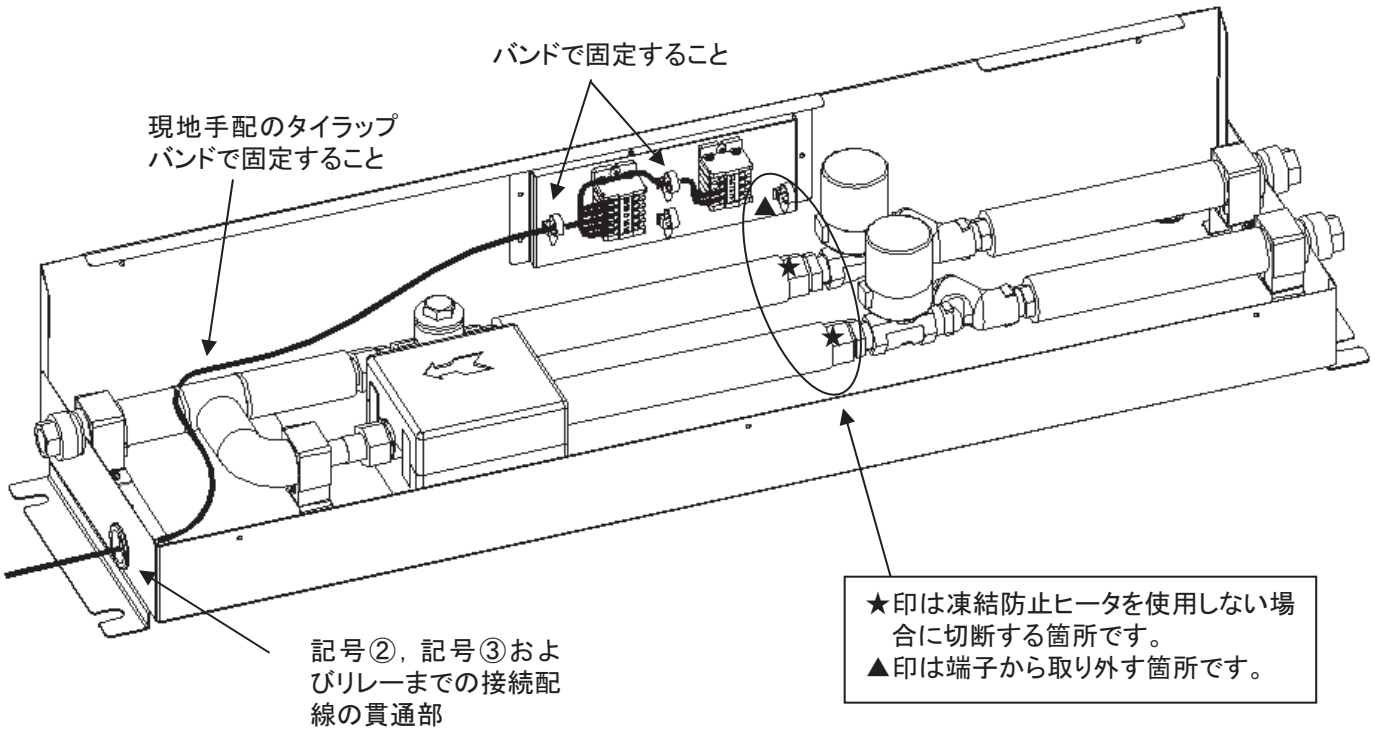
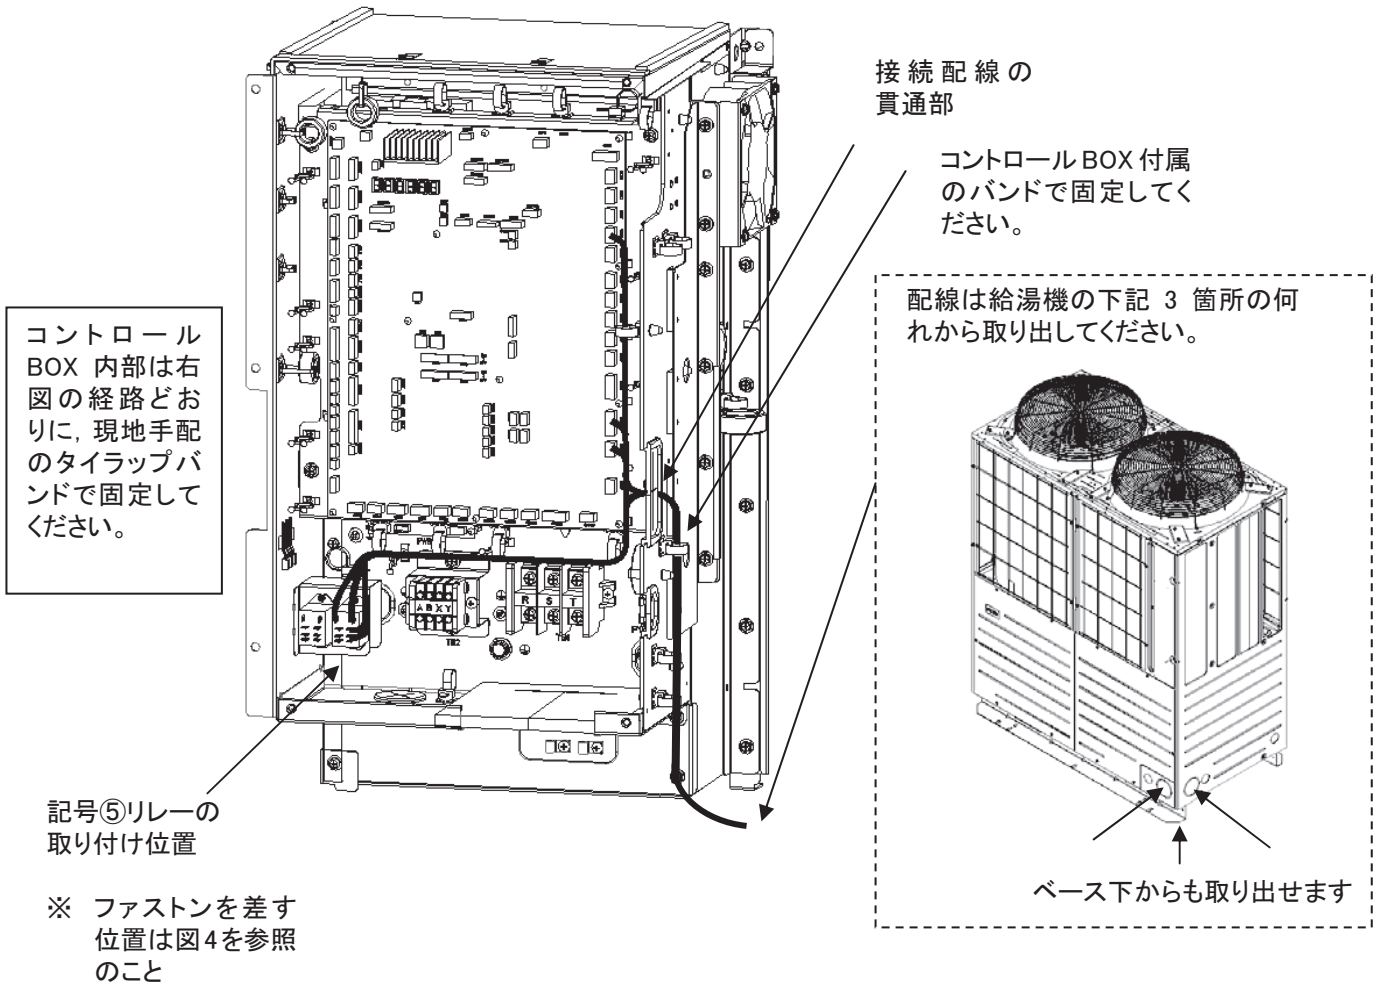
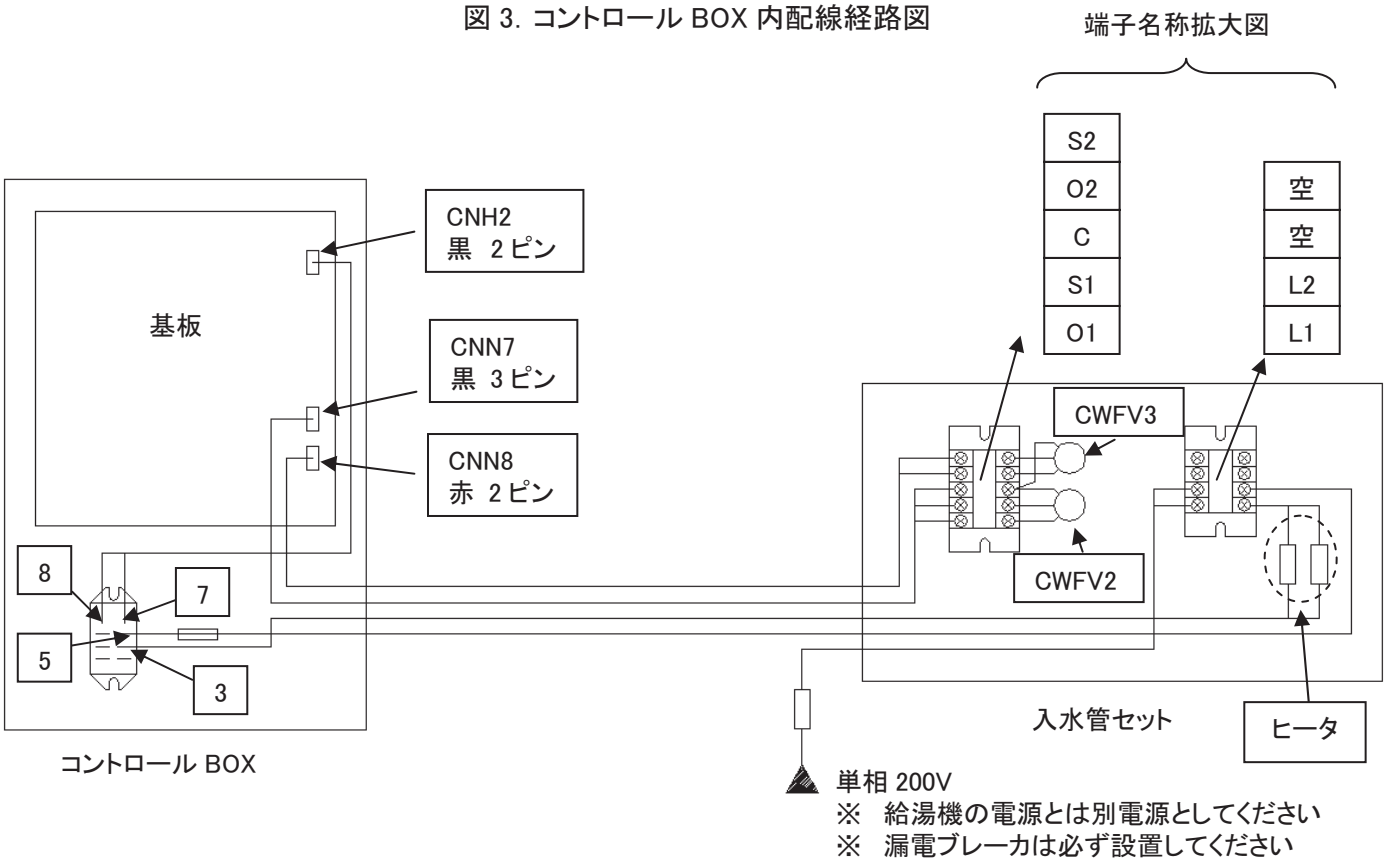

図 2. 入水管セット配線経路図
図 3. コントロール BOX 内配線経路図
図 4. 結線図
コントロールBOX部の配線の経路は図3、入水管セット内の配線の経路は図2のようにしてください。
7. 凍結防止ヒータが不要の場合は、入水管セット内にあらかじめ固定されているL1、L2端子から配線を取り外し、ヒータ2箇所の根本（パイプインシュレーションから出ている配線）をニッパーで切断し、破棄してください（図3参照）。結線が間違っていないかを、図4で確認してくださ い。 給湯機側のコントロールのフタおよびサービスパネルを閉めてください。入水管セット側のフタを閉めてください。給湯機の据付説明書にしたがって、試運転を実施してください。 以上で作業は終了です。
8. 給湯機のコントロールBOXのフタを開けて、記号⑤を 記号⑥×2個でコントロールBOX内に図3のように固定してください。リレー端子の番号7、8が上になるように取り付けてください。記号④を制御基板のCNH2とリレー端子の7と8に取り付けてください（極性はありません）。
9. ヒータASSYの端子L1、L2に接続されている10mの配線の端部（ファストン端子）をコントロールBOXまで引き回して、先端の端子部をコントロールBOX内のリレー（記号⑤）の3と5に接続してください（ヒューズがついているハーネス側を5に接続してください）。コントロールBOX部の配線の経路は図3、入水管セット内の配線の経路は図2のようにしてください。
11. 結線が間違っていないかを、図4で確認してください。給湯機側のコントロールのフタおよびサービスパネルを閉めてください。入水管セット側のフタを閉めてください。給湯機の据付説明書にしたがって、試運転を実施してください。 以上で作業は終了です。